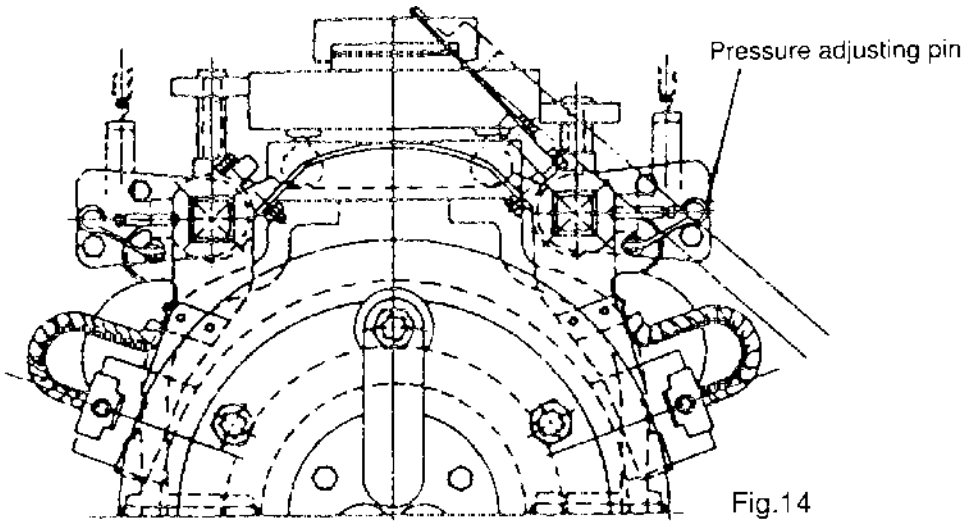

Fig.14
- The brush pressure may be reduced after use, so it is necessary to re-adjust. For adjustment, please turn adjusting screw, pressure adjusting pin or pressure adjusting plate as shown in Fig. 14 to obtain the correct tension (= 3.27 x brush cross sectional area in inches^2) +/- 0.2 lbs" (=0.23 x brush cross sectional area in cm^2) ±10% kg).